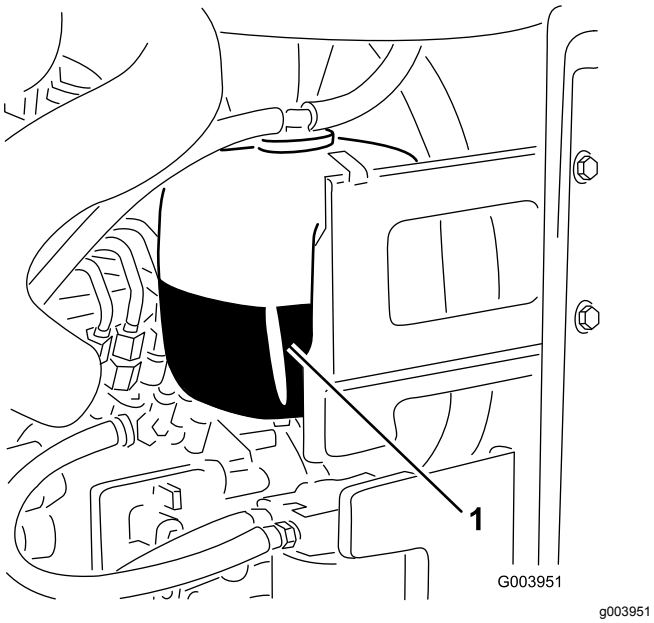

Figur 64
1. Kontroller kjølemiddelnivået i ekspansjonstanken (Figur 64).